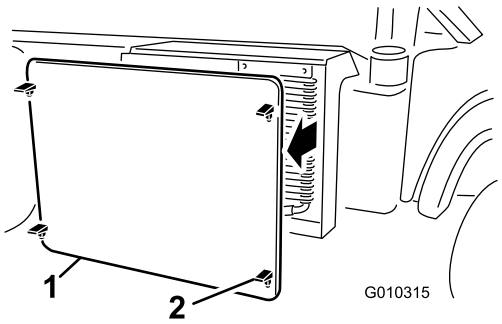

Figura 58
2. Sganciate e togliete la griglia del radiatore dalla parte anteriore del radiatore (Figura 58).